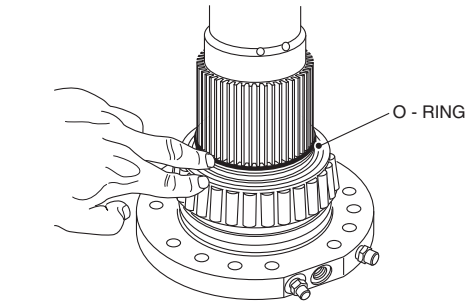

Fig. 10 - Hub Carrier Assembly - O-ring
5. Grease o-ring (40) with a thin layer of grease to aid installation. Fit o-ring (40) on hub carrier (50) as shown in Fig. 10.